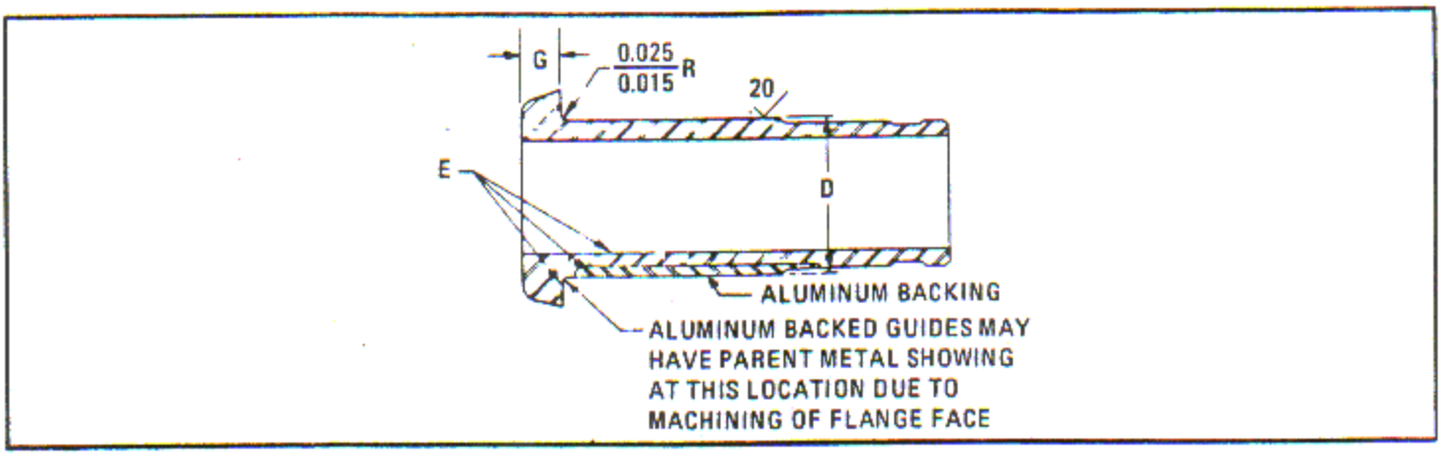

Figure 6-147. Exhaust Guide Machining Dimensions
a. Determine the required valve guide flange thickness (G) by checking the cylinder guide boss hole length with closest fitting length checking gage. See figure 6-147. Refer to the following list for the required flange thickness.